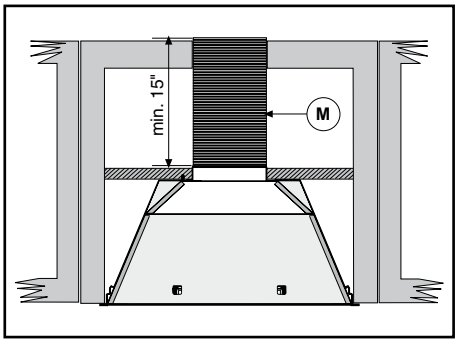

Fig.7
- In the **FILTERING** version it is necessary to apply a metal air exhaust tube **M (Fig.7)**, with a minimum length of 15", connected to the flange of the collector. It must be positioned vertically and fastened to a specific opening made on the top part of the cabinet.